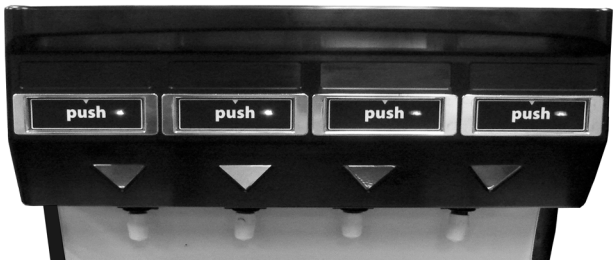

Figura 6. Botones despachadores
3. Cierre la puerta, oprima y mantenga oprimido el botón despachador (push), mostrado en la Figura 6, hasta que el tanque se haya llenado y esté saliendo agua por el rebosadero.